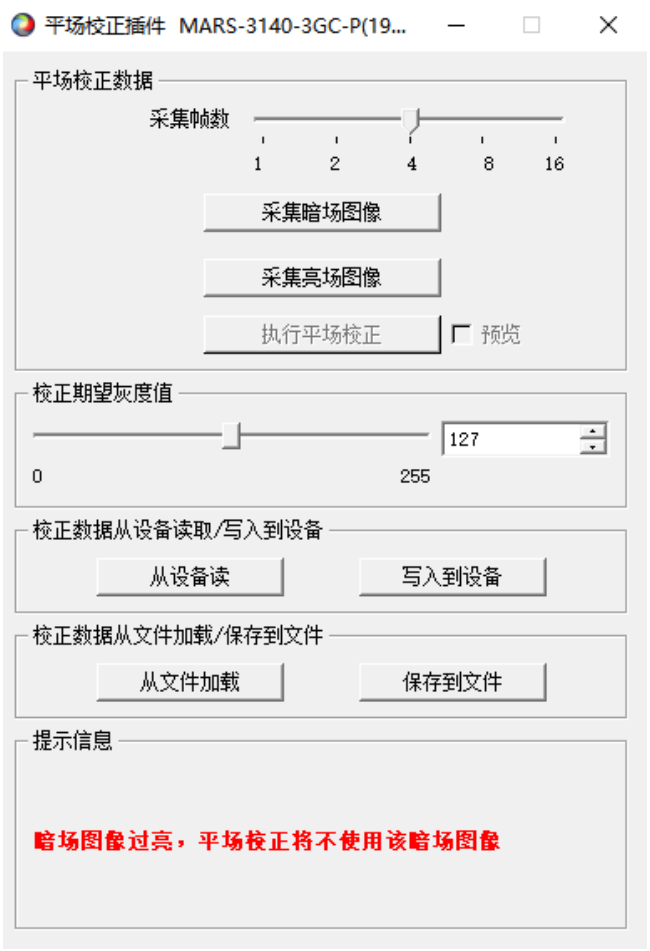

图 9-13 暗场图像过亮
3) 如果当前采集的暗场图像亮度大于 20 时，提示框中给出的提示如图 9-13 所示，则执行平场校正时，不使用该暗场图像，不会影响平场校正效果；